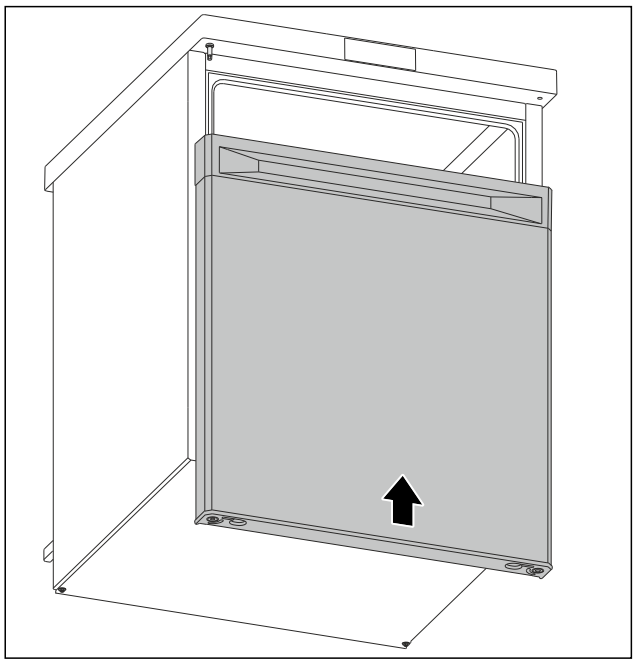

Fig. 15
▶ Työnnä ovi suljettuna ylempään pulttiin. (katso Fig. 15)